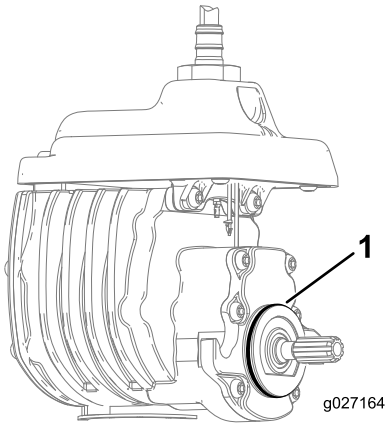

Figur 6
4. Montera O-ringen på cylindermotorn (Figur 6).